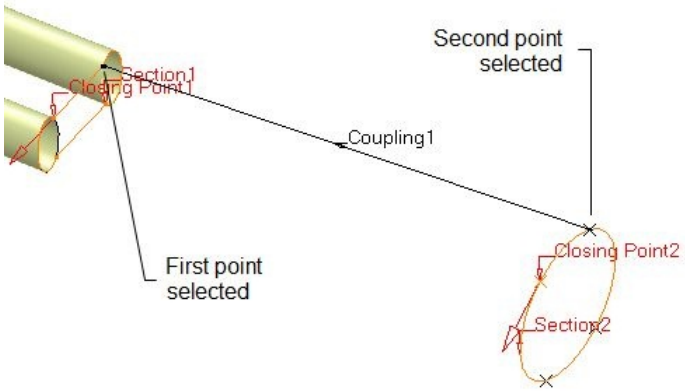

Figure 10-82 *The points selected for creating the coupling*
15. Select the first coupling point on the first section, refer to Figure 10-82; the selected coupling point is displayed in the **Coupling** dialog box.
16. Select the second coupling point on the second section, refer to Figure 10-82; the coupling is created and displayed in the geometry area.